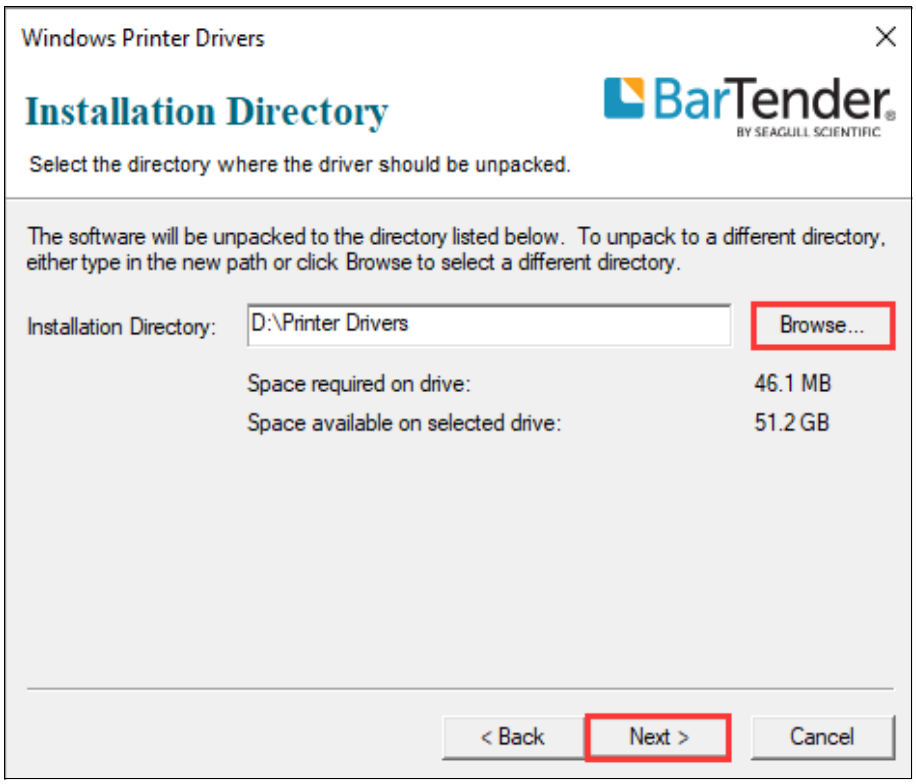

Figure 2-42 Installation Directory Screen
6. The "Add Standard TCP/IP Printer Port Wizard" screen displays, click "Next", as shown in Figure 2-42.